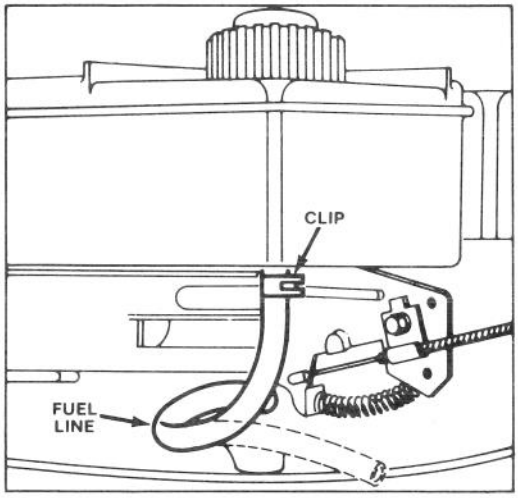

Figure 13
2. Squeeze ends of clip holding fuel line on fuel tank fitting (Fig. 13). Slide clip down fuel line.